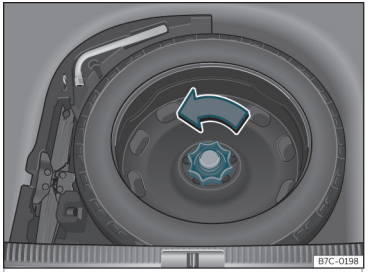

Fig. 216 Nel bagagliaio: piano di carico sollevato.
- Girare la manopola in senso antiorario ››› fig. 216.